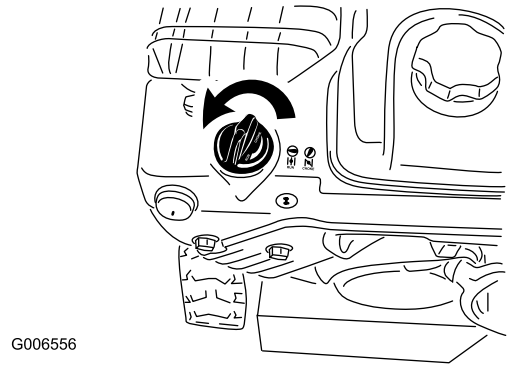

Figur 27
5. Drei choken til Choke-stilling (Figur 27).